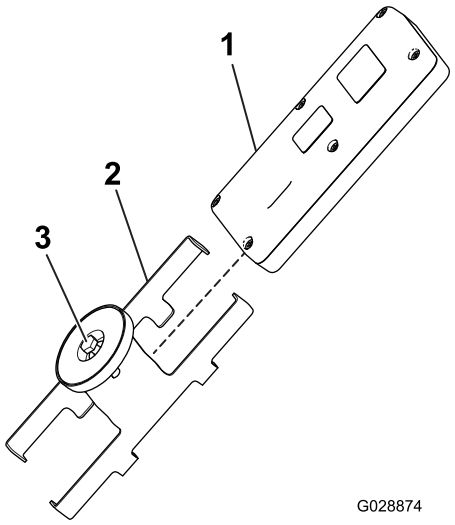

Rysunek 36
1. Poluzuj śrubę w magnesie uchwytu magnetycznego (Rysunek 36).
2. Rozsuń połówki uchwytu i wyjmij pilot z uchwytu (Rysunek 36).
8. Załóż pilot zdalnego sterowania na uchwyt magnetyczny, dosuń połówki do siebie, aby zamocować pilota, a następnie dokręć śrubę w magnesie (Rysunek 36).